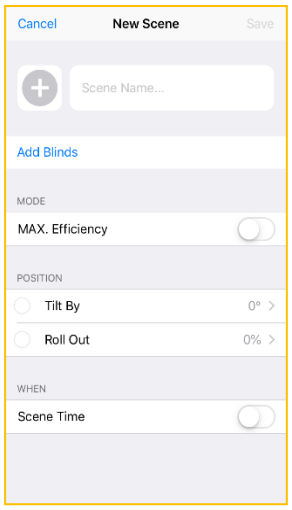

Figure 26
10.7.3. Fill in the required fields *(Fig. 26)*: